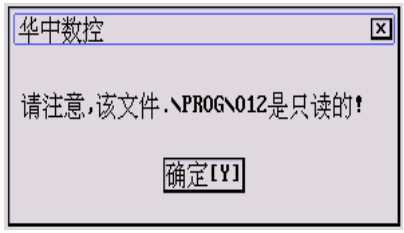

图 7.4.3 提示文件只读
(9) 如果被选文件是只读 G 代码文件（可编辑但不能保存，只能另存），将弹出如图 7.4.3 所示对话框；
(10) 否则直接调入文件到编辑缓冲区（图形显示窗口）进行编辑。